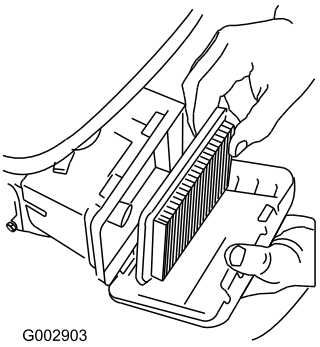

Figuur 37
3. Verwijder het luchtfilter (Figuur 37).